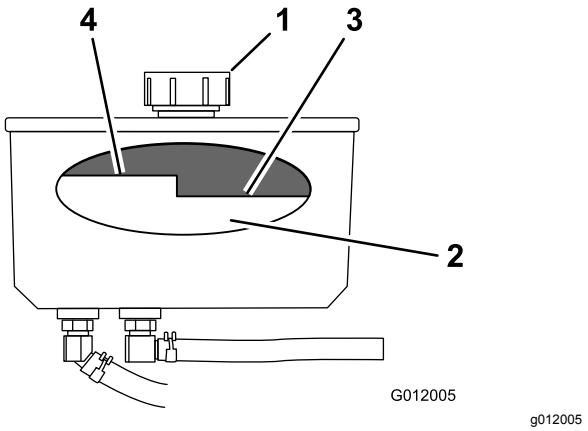

Figuur 71
3. Reinig het gebied rond de vulbuis en de dop van de hydraulische tank (Figuur 71).
4. Verwijder de dop van de vulbuis (Figuur 71).
Opmerking: Het vloeistofpeil moet onder de warm-markering op de keerplaat staan als de vloeistof warm is (Figuur 71).